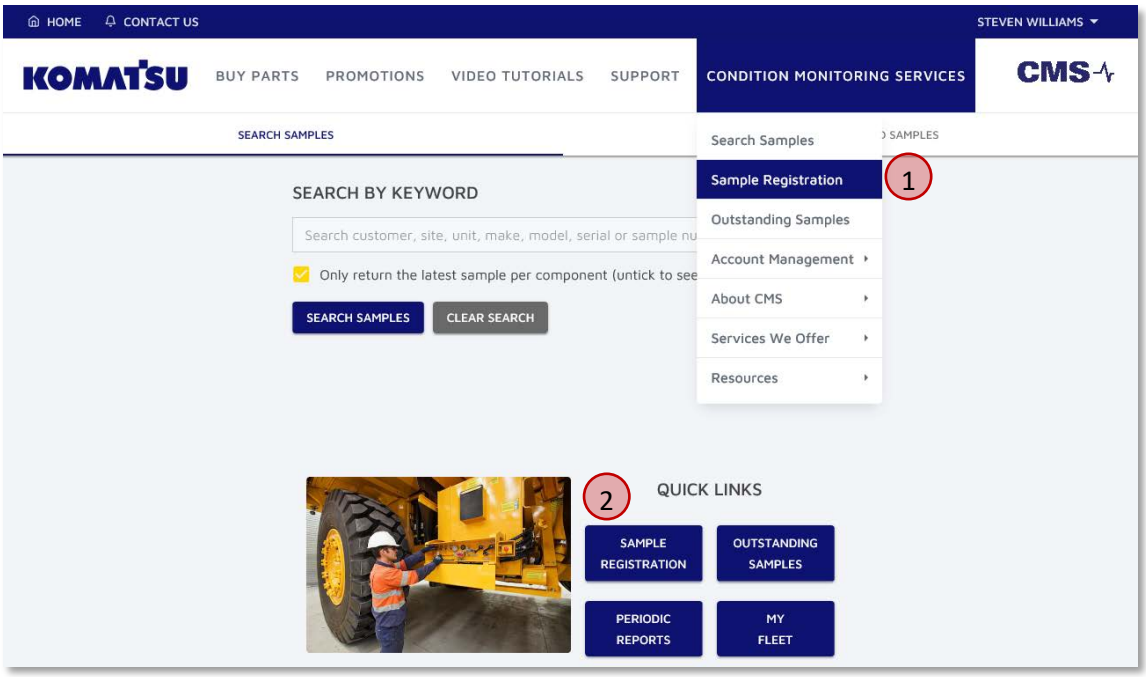

Figure 4.2 Navigating to sample registration page
To create a registration card, we will need to navigate to the sample registration page. This can be accessed from any page by using the menu **Condition Monitoring Services → Sample Registration** (① in Figure 4.2), or by using the quick link on the home page (② in Figure 4.2).